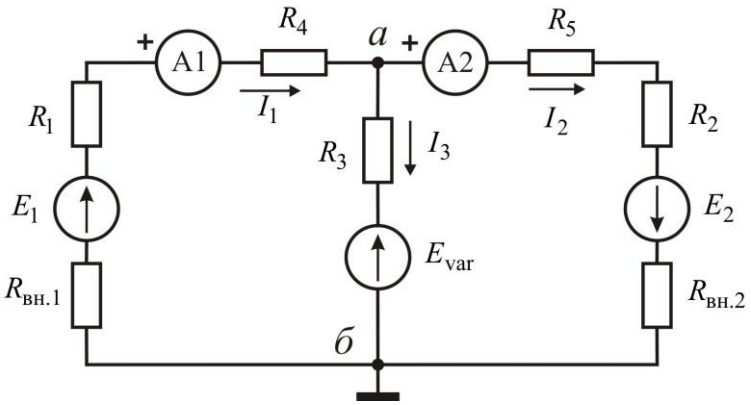
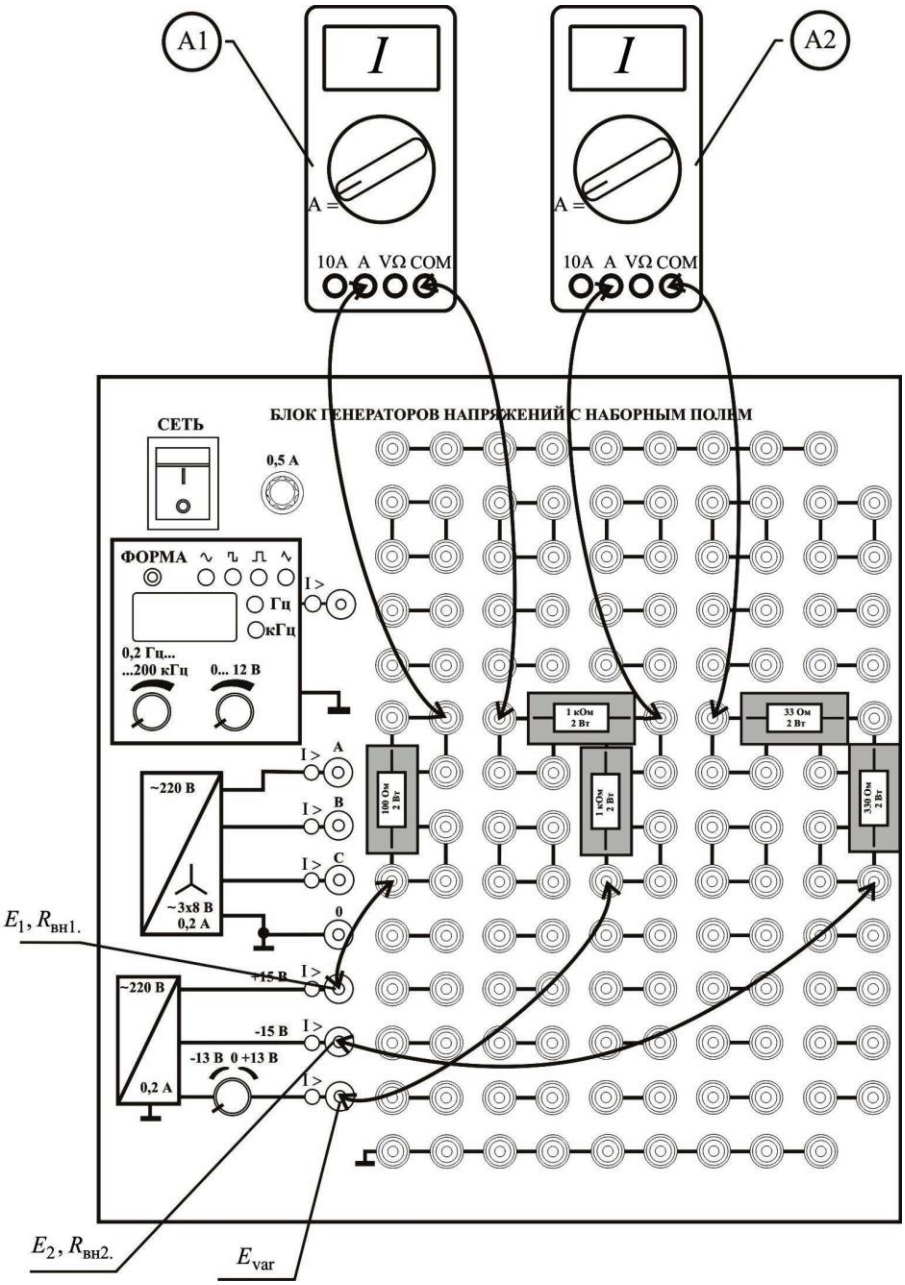

Рис. 9. Электрическая схема (задание 2)
Рис. 10. Монтажная схема (задание 2)
Электрическая схема с тремя источниками энергии E_1, E_2 и E_{var} приведена на рис. 9, монтажная схема на рис. 10.
Внутренние сопротивления источников $R_{вн1}$ и $R_{вн2}$ на монтажной схеме (см. рис. 10) не показаны.
1. Смонтируйте блоки в соответствии с монтажной схемой (рис. 10).
а) ток I_3 вычислите, применяя первый закон Кирхгофа для узла *a* (см. рис. 9);
б) ЭДС регулируемого источника E_{var} вычислите из второго закона Кирхгофа для левого контура схемы (см. рис. 9);
в) составьте уравнение баланса мощности для схемы, приведенной на рис. 9, численные значения $P_{ист}$ и $P_{потр}$ занести в табл. 6.
13. Измените направление тока I_1 в схеме (см. рис. 9) на противоположное и запишите уравнение баланса мощности.
14. Измените направления токов I_1 и I_3 в схеме (см. рис. 9) на противоположное и запишите уравнение баланса мощности.